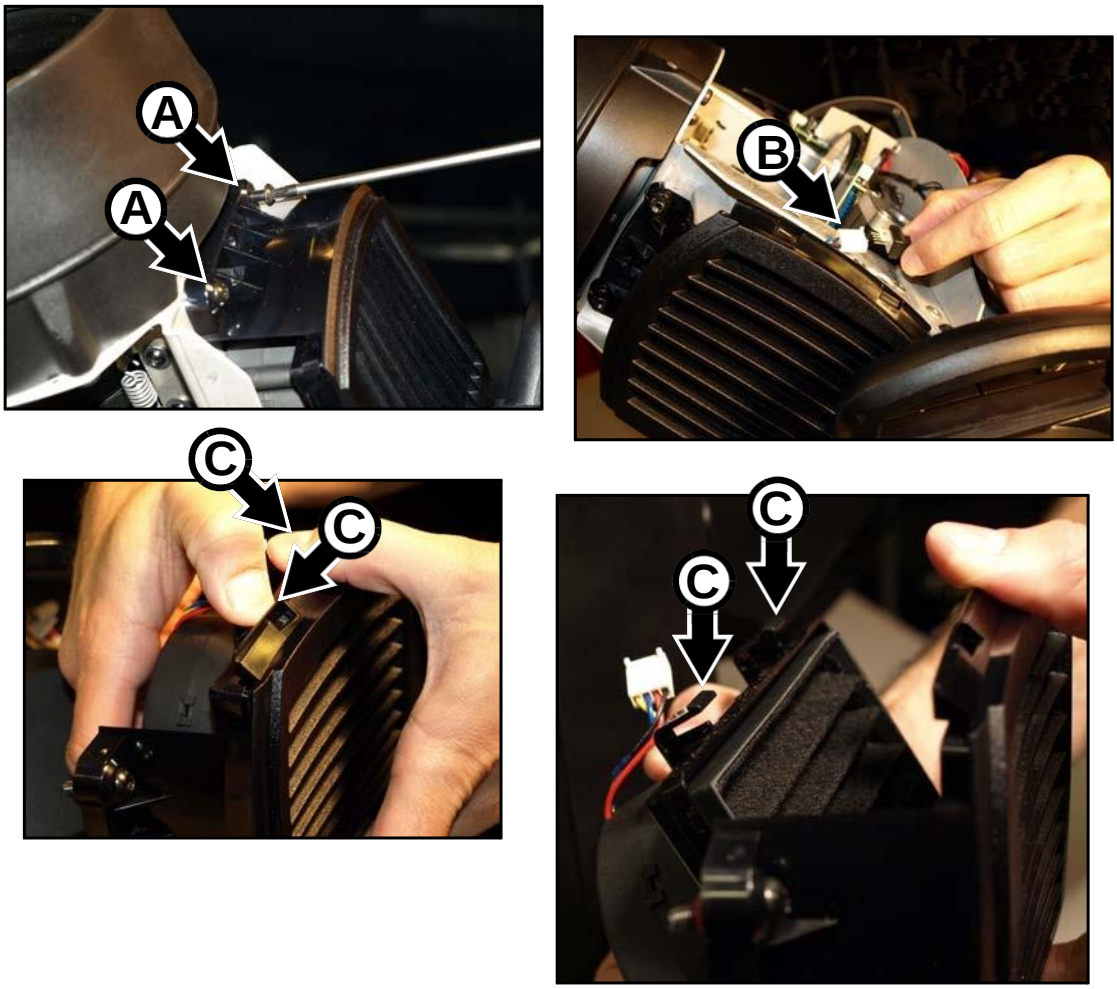

Рисунок 13: Снятие воздушного фильтра головной части
3. См. Рисунок 13. Ослаблять два невыпадающих винта **A** под звездообразный ключ 25 на переднем конце гнезда фильтра до тех пор, пока винты не будут проворачиваться свободно.
8. См. Рисунок 13. Зацепить край крышки напротив зажимов **C** за гнездо и затем надавливающим движением надвинуть крышку на корпус, так чтобы зажимы защелкнулись в гнезде, и чтобы положение крышки было соответствующим — без зазоров, через которые воздух мог бы обойти фильтр.